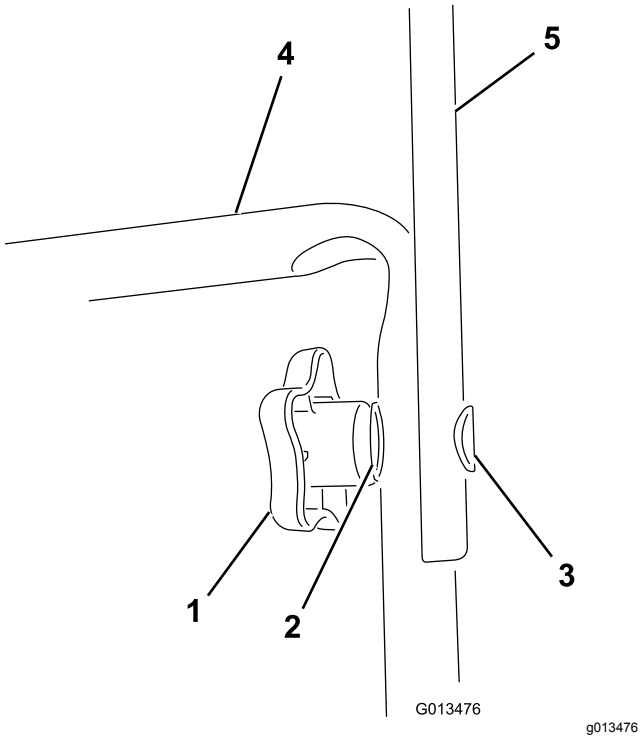

**Figur 1**
2. Monter den øvre delen av håndtaket på den nedre delen av håndtaket på maskinen med håndtaksknottene, de buede skivene og ovalhodeboltene, som vist i Figur 1.